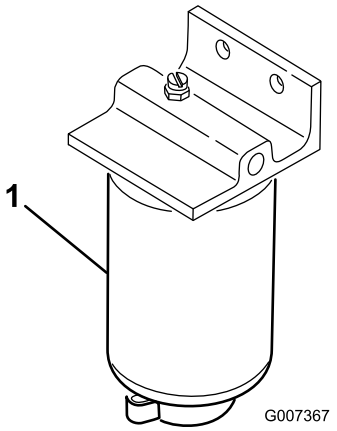

**Figur 46**
1. Anbring en ren beholder under brændstoffilteret (Figur 46).
2. Rengør området, hvor filteret monteres (Figur 46).